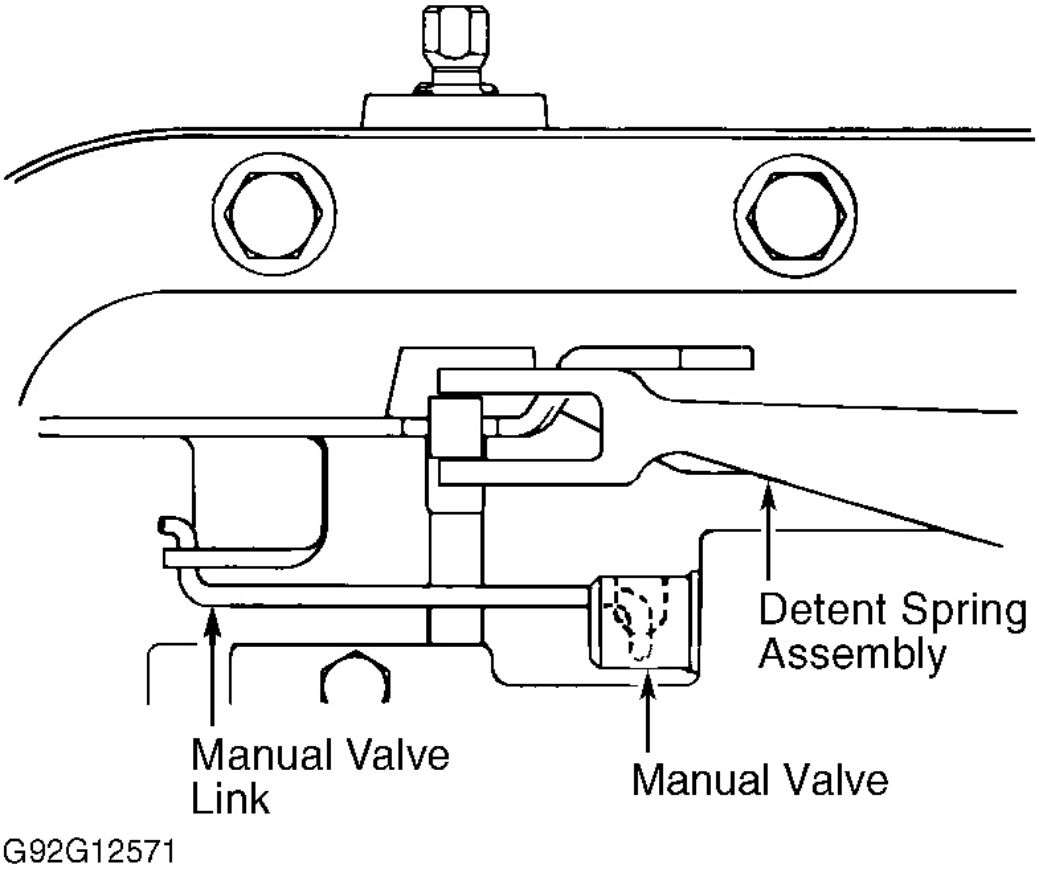
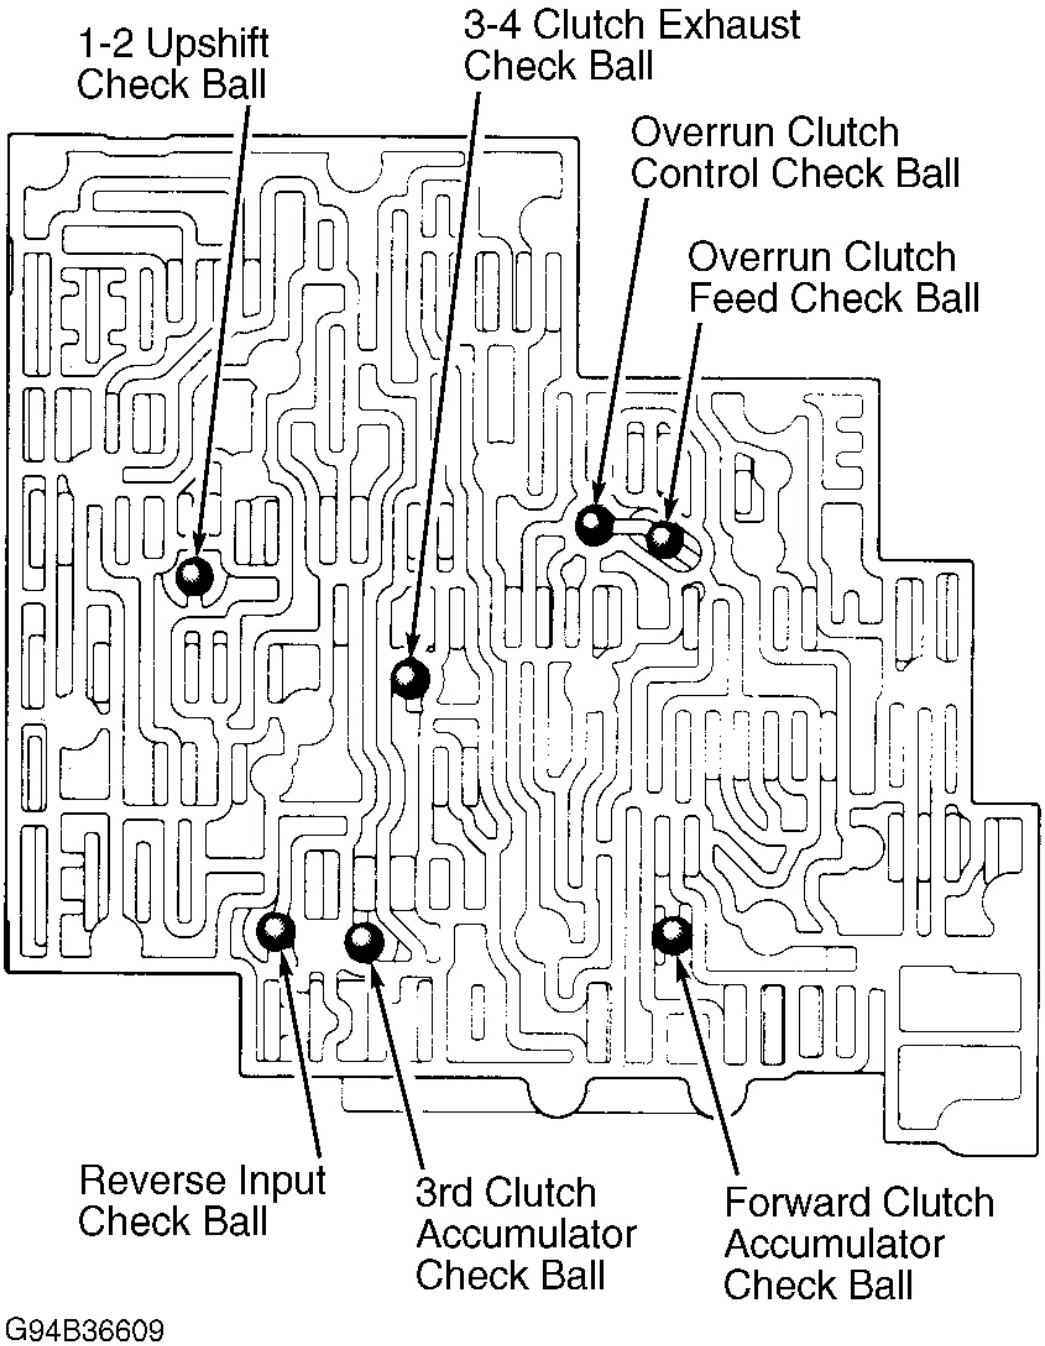
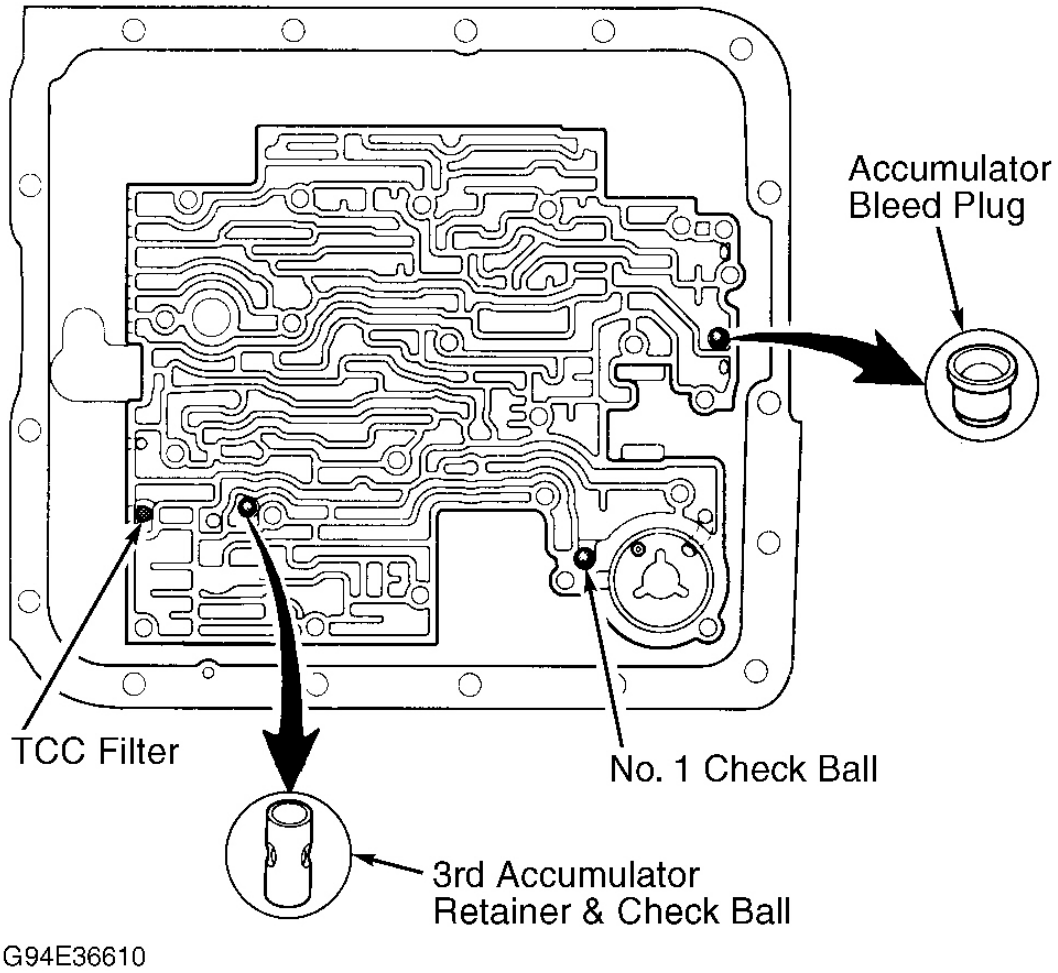

Fig. 3: Installing Manual Valve Link
Fig. 4: Locating Valve Body Check Balls
Fig. 5: Locating Check Balls In Case
2. Note direction of manual valve link. Remove manual valve link from manual valve at valve body. See **Fig. 3** . Remove valve body. Note location of check balls. **DO NOT** lose balls. See **Fig. 4** and **Fig. 5** .
1. Coat check balls with petroleum jelly. Install check balls in proper locations on separator plate. See **Fig. 4** and **Fig. 5** . Install manual valve link. Ensure manual valve link is properly seated in manual valve. See **Fig. 3** . Improper positioning may prevent vehicle operation in "D" range.